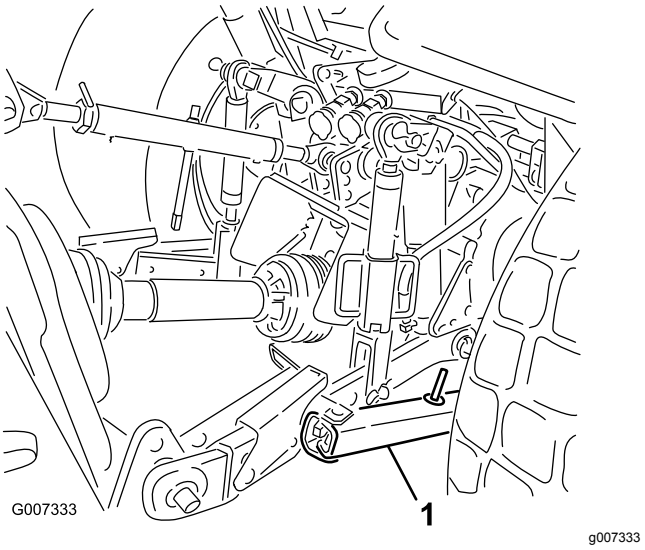

Rysunek 28
1. Wyreguluj łączniki wychyłu na dolnych ramionach podnoszenia, aby zmniejszyć wychył boczny do maksymalnie 25 mm na każdej stronie (Rysunek 28).